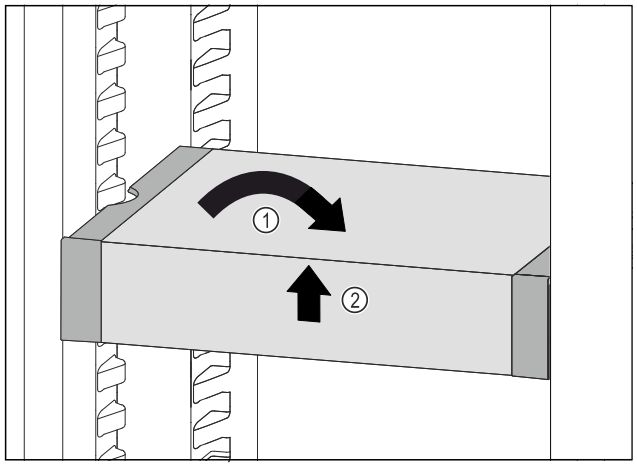

Fig. 140
▶ Coloque el VarioSafe en posición recta. *Fig. 140 (1)*
▶ Levante el VarioSafe por delante. *Fig. 140 (2)*